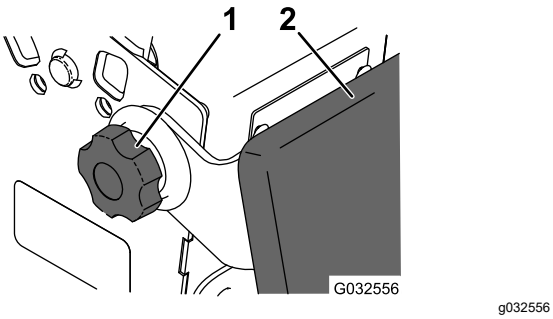

Figura 33
2. Afloje los pomos en cada lado de la máquina (Figura 33).